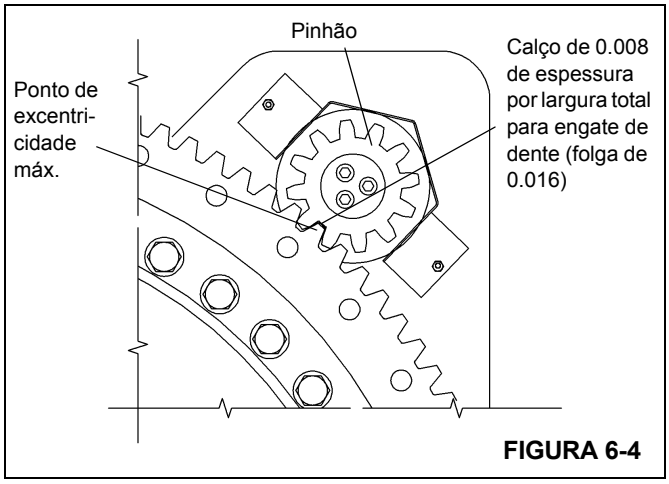

FIGURA 6-4
5. Instale o pinhão da caixa de engrenagens alinhando o ponto superior (excentricidade máxima) ao mancal da plataforma rotativa. Verifique a folga usando um calço de espessura de 0.008 pol. (0,203 mm) (Figura 6-4). Se o pinhão precisar ser movimentado para obter a folga adequada, entre em contato com o distribuidor local.